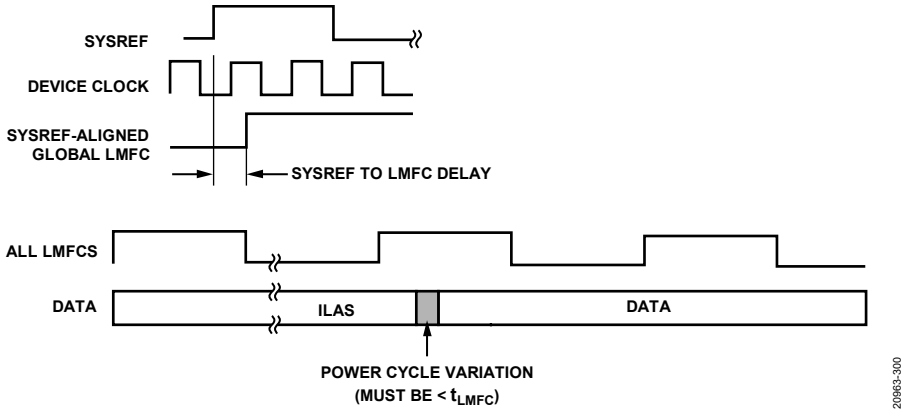

Figure 70. SYSREF± and LMFC
The JESD204B protocol organizes data samples into octets, frames, and multiframes, as described in the Transport Layer section. The LMFC is synchronous with the beginnings of these multiframes. In Subclass 1 operation, the SYSREF± signal is used to synchronize the LMFCs for each device in a link or across multiple links (within the AD9094, SYSREF± also synchronizes the internal sample dividers) (see Figure 70). The JESD204B receiver uses the multiframe boundaries and buffering to achieve consistent latency across lanes (or even multiple devices), and to achieve a fixed latency between power cycles and link reset conditions.
- The total latency variation across all lanes, links, and devices must be ≤1 LMFC (t_{LMFC}) period (see Figure 70). This total latency includes both variable delays and the variation in fixed delays from lane to lane, link to link, and device to device in the system.